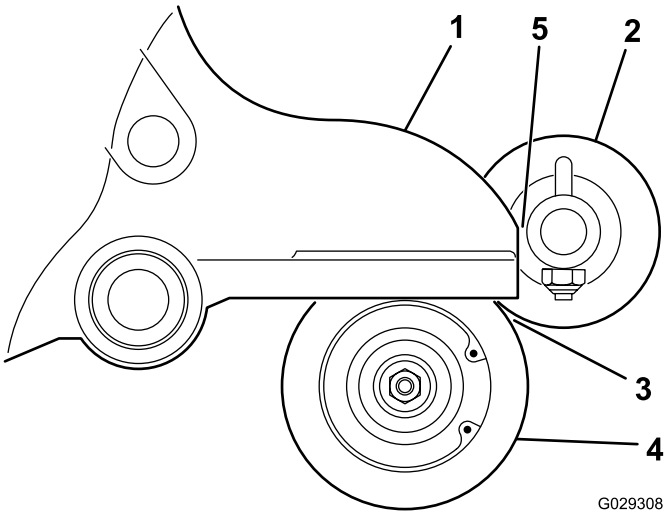

Figura 14
16. Posicione a escova do rolo de forma a que toque no rolo traseiro (Figura 14).